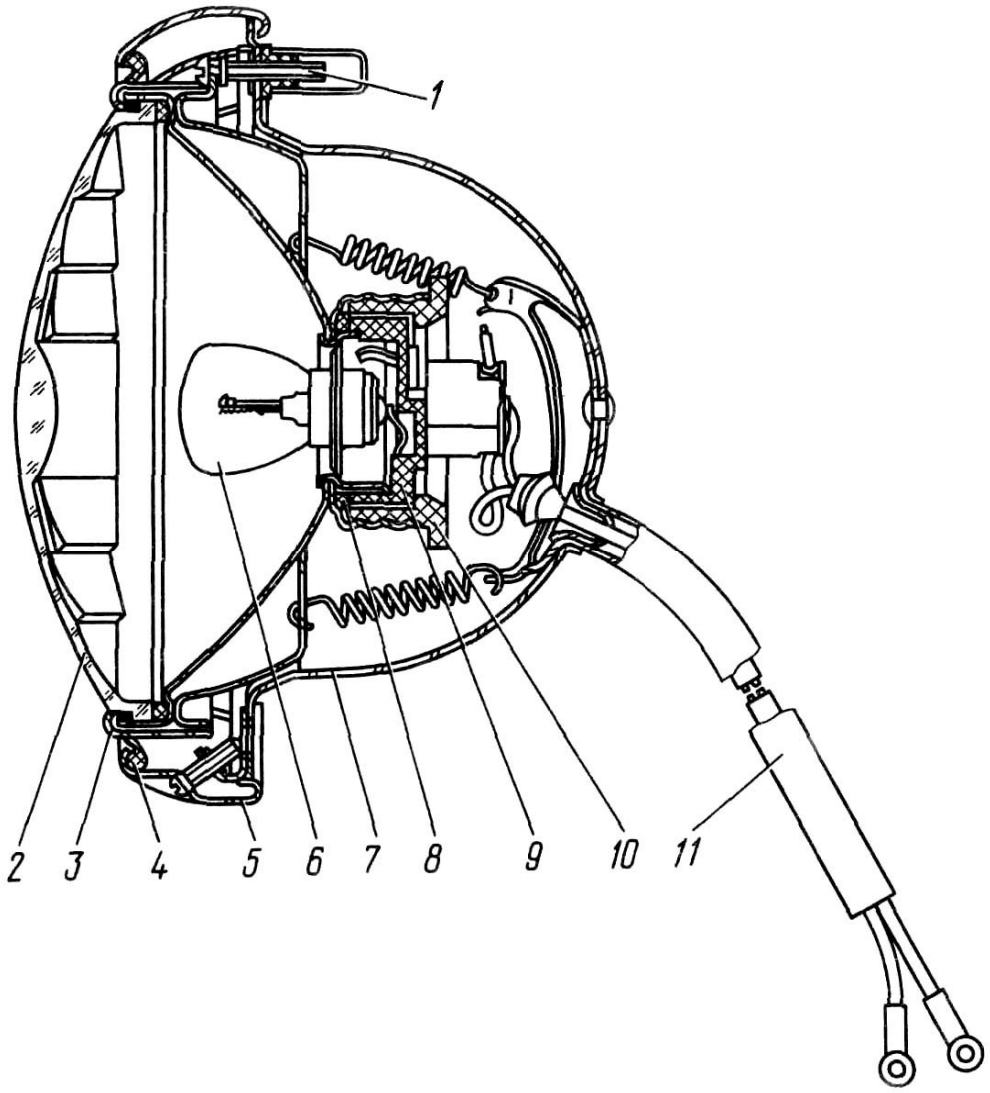

Рис. 110. Фара автомобиля:
Фары дальнего и ближнего света имеют неразборный оптический элемент 2 (рис. 110), состоящий из отражателя, стекла-рассеивателя, двухнитевой лампы 6 с фланцевым цоколем и крышки 9 с контактами. Нижняя нить лампы номинальной мощностью 55 Вт соответствует дальнему свету фар, а верхняя нить 50 Вт дает ближний свет.
3. Отверните винт крепления наружного ободка 5 (см. рис.110) и снимите ободок.
1. Установите и закрепите защелкой лампу 6 (см. рис.110).
Для регулировки света фар снимите наружные декоративные ободки 5 (см.рис.110) у обеих фар и с помощью верхнего и боковых винтов 1 отрегулируйте положение оптического элемента 2.